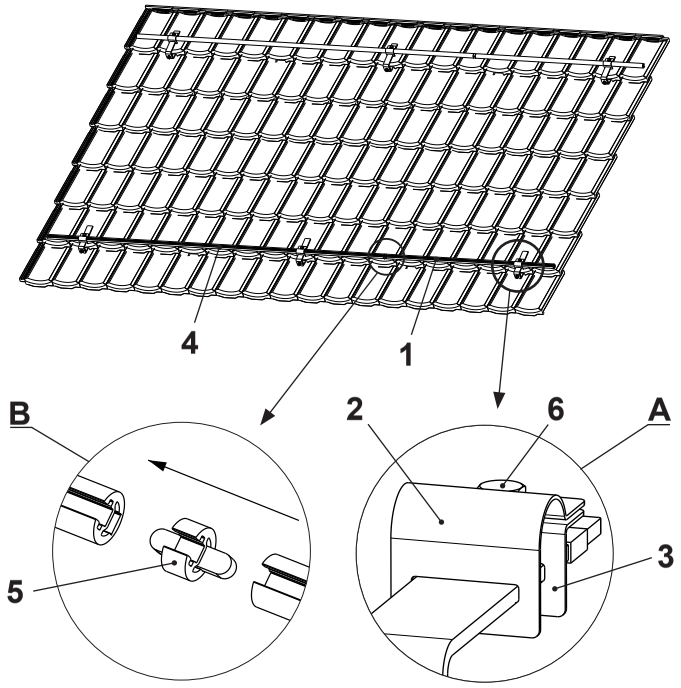

Figure 16
22. Guide the extension (1, Figure 16) into the pipe clip (2, 3, detail A) and connect it to the long holder tube section (4) using the plug connection (5, detail B).